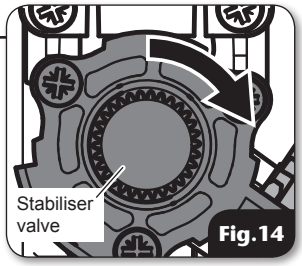

Fig.14
B. **With the cover off the shower** turn the stabiliser valve spindle fully clockwise until resistance is felt **(fig.14).**